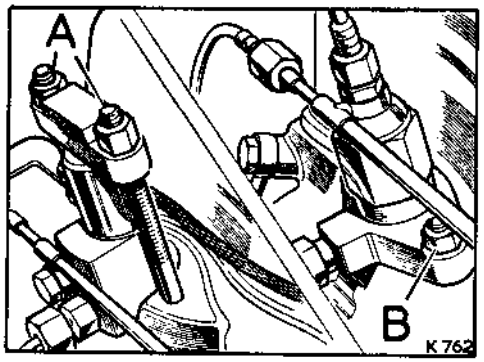

**Fig. A2-31. Fuel injector fixings**
3. Fit the injector fixings and tighten evenly to a torque load of 6 lb ft to 8 lb ft (0,8 mkg to 1,0 mkg), Fig. A2-31 refers. **Do not overtighten the fixings.**